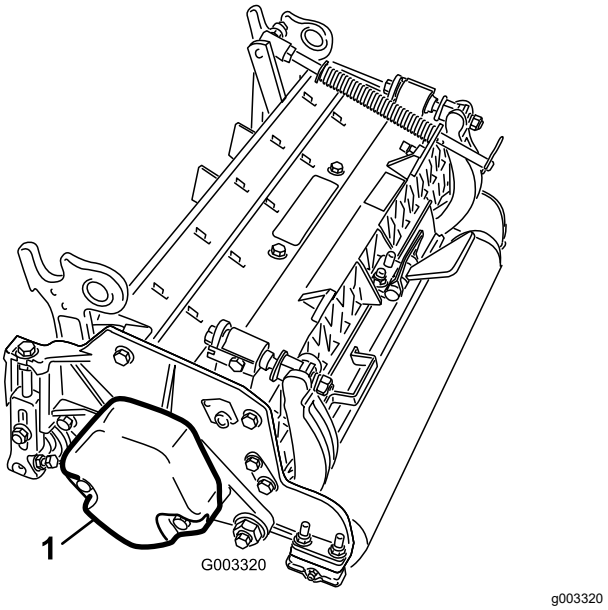

Рисунок 9
5. Убедитесь, что противовес (Рисунок 9) установлен с соответствующего конца режущего блока, как описано в *Руководстве по эксплуатации* режущего блока.